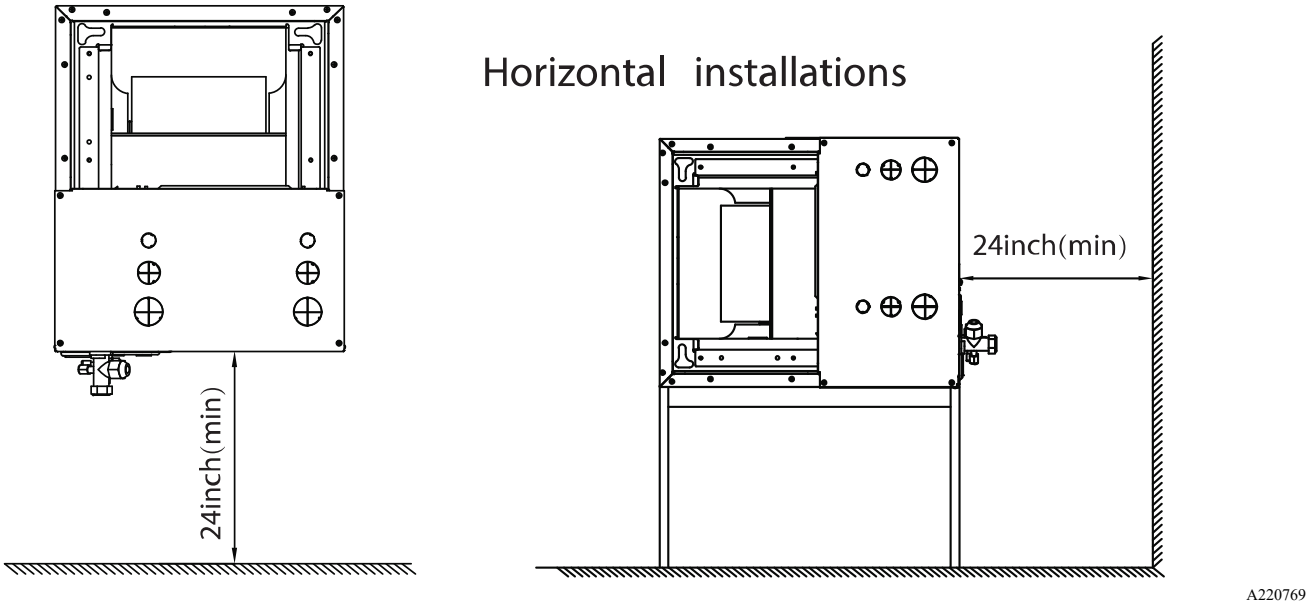

**Fig. 7 — Clearances**
**Clearance** - Provide adequate clearance for airflow (see Fig. 7 — on page 9).